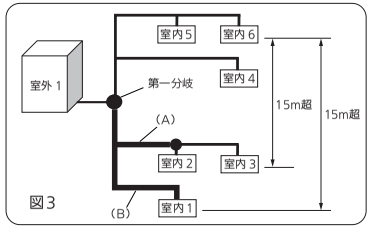

図３
- H2が15ｍを超える場合、室内ユニットが室外ユニットより下側にある液管、ガス管を１ランクサイズアップしてください。（図３）